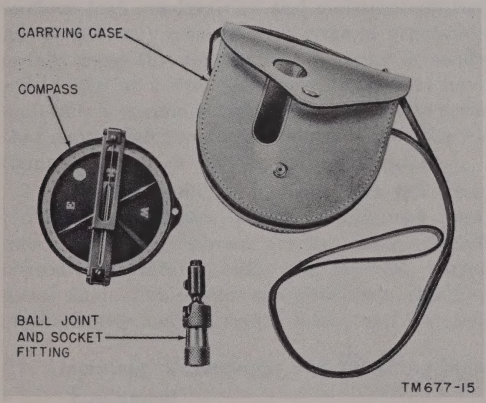

Figure 15. Surveyor's Magnetic Compass MX–1454/U.
f. Compass. The compass (fig. 15) is a 4-inch, floating-dial, magnetic-type instrument with folding sights. Its scale is divided in 1° divisions from 0° to 90° in each quadrant. The zero points are at N (north) and S (south) positions. A ball joint and socket fitting is supplied for attaching the compass to the tripod for orienting the equipment. Both compass and fitting are contained in a leather carrying case.
a. Remove the compass from the carrying case. The ball joint and socket mounting fitting is contained in the leather carrying case (fig. 15).